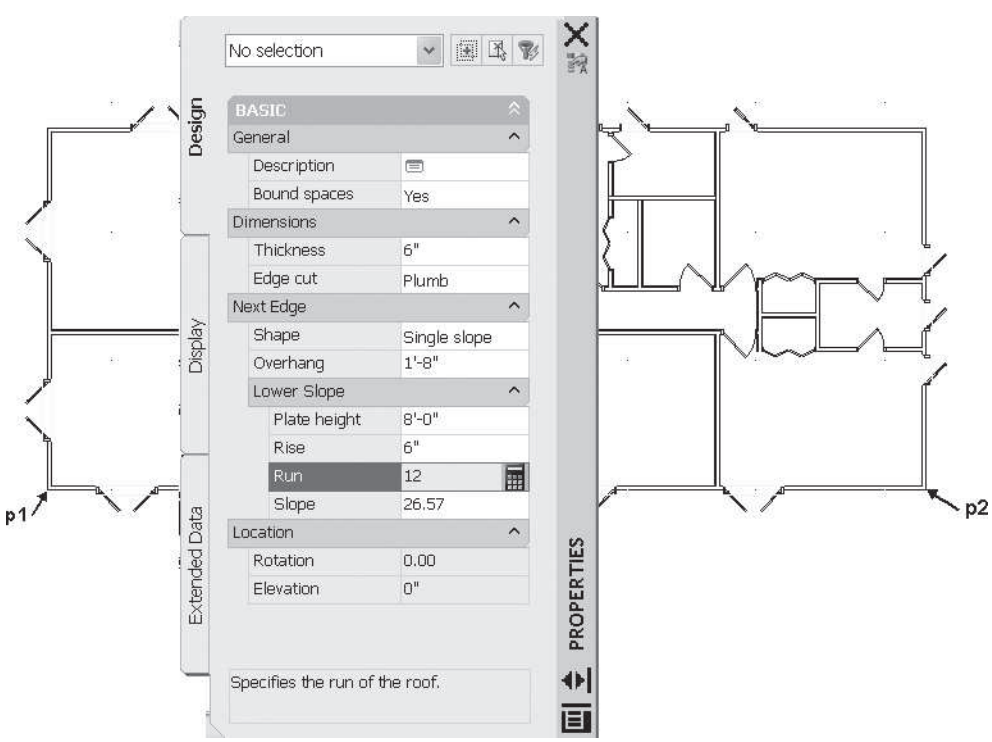

FIGURE 7.67 *Settings in the Properties palette*
10. Choose the **Home** tab. If the Design palette set is not displayed, choose Tools of the Build panel. Choose Design palette. Select the **Roof** command from the Design palette and edit the Design tab of the Properties palette as follows: Basic—Dimensions: Thickness = **6 [150]**, Edge cut = **Plumb**, Next Edge: Shape = **Single slope**, Overhang = **20 [500]**, Lower Slope: Plate height = **8' [2500]**, Rise = **6 [50]**, as shown in Figure 7.67. Respond to the following prompts by selecting roof points as specified below:
Roof point or: *(Select the intersection of lines representing the outside of stud, point* p1 *in Figure 7.67.)*
Roof point or: *(Select the intersection of lines representing the outside of stud, point* p2 *in Figure 7.67.)*